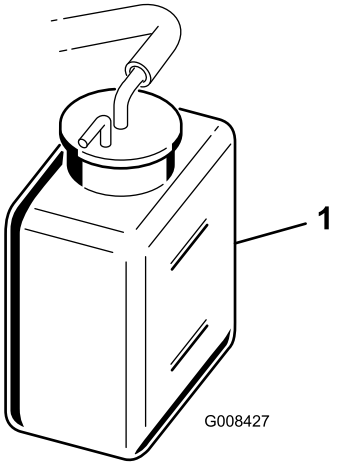

Figur 31
2. Kontrollera kylvätskenivån (Figur 31). Den ska ligga mellan de två strecken på reservtanken när motorn är kall.